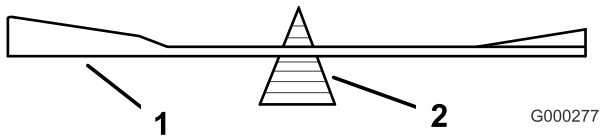
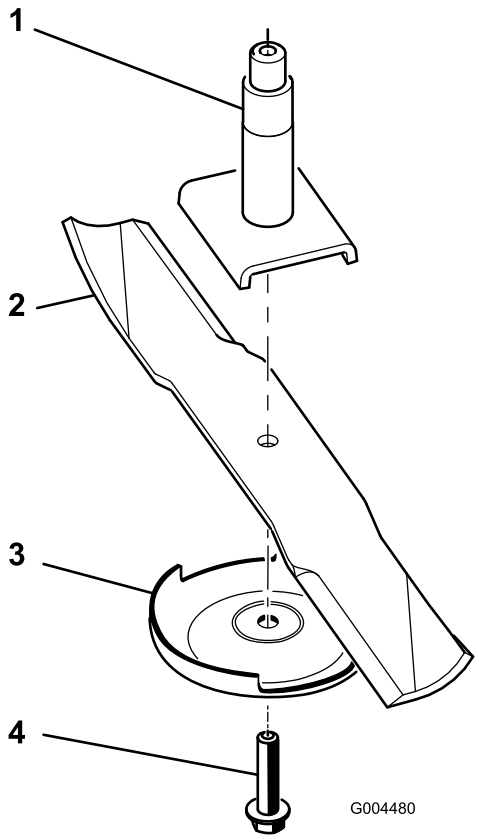

Figur 68
Figur 69
2. Fjern knivbolten, antiskalperingsplaten, og kniven fra spindelakselen (Figur 69).
2. Sjekk knivens balanse ved å legge den på en balanseringsinnretning (Figur 68). Hvis kniven holder seg i horisontal stilling, har riktig balanse og kan brukes. Hvis kniven ikke er i balanse, files litt av metallet på enden av vingeområdet bort (Figur 69). Fortsett med dette helt til kniven er balansert.
1. Monter kniven på spindelakselen (Figur 69).
2. Sett inn antiskalperingsplaten og knivbolten (Figur 69).